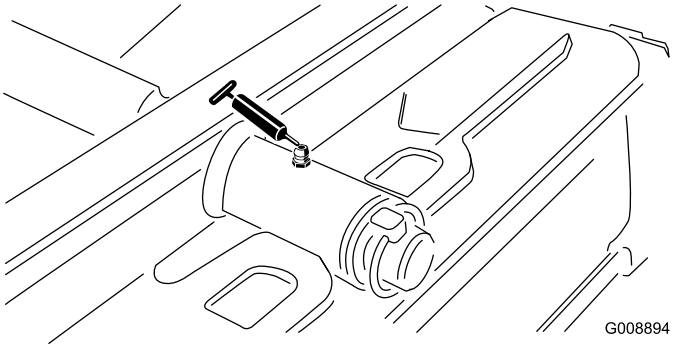

Figur 36
- Bakre klippenhetstapp (Figur 36)